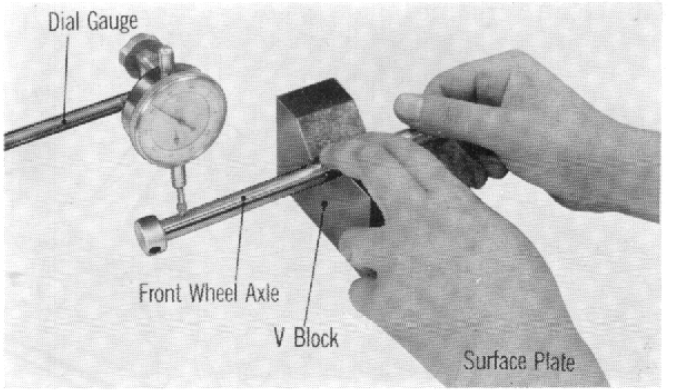

Fig. 79
(3) Check front axle diameter for bend. (Fig. 79)